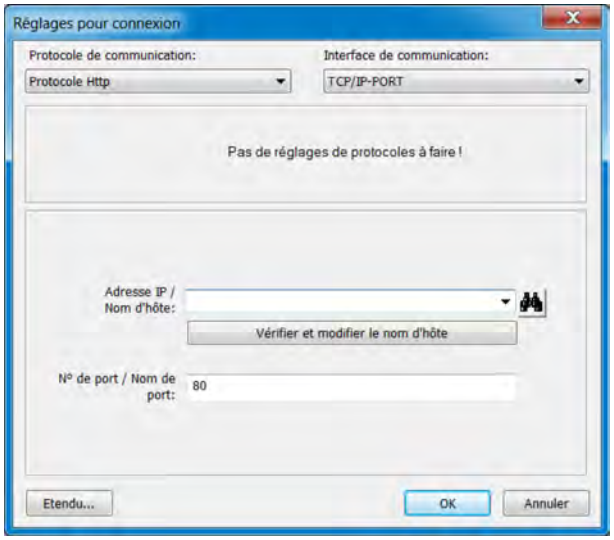

Fig. 115: Paramètres d'établissement de la communication
3. Appliquez les paramètres au procès-verbal et à l’interface et cliquez sur OK. Le cas échéant, cliquez d'abord sur le bouton « Avancé... » pour configurer les paramètres de communication avancés. (Voir Fig. 115 .)